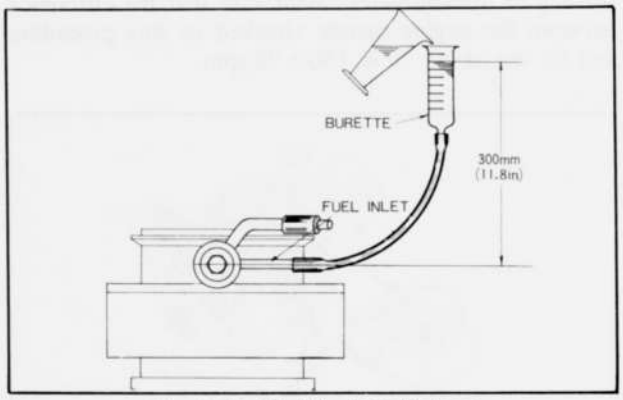

Fig. 4–14 Checking fuel discharge
5. Set the fuel level in the burette at 300 mm (11.8 in) above the fuel inlet, as shown in Fig. 4–14.
6. Fully operate the throttle valve ten times according to the cycle as shown in Fig. 4–15 by means of the throttle lever or accelerator pedal and check the amount of discharge by reading the decrease of fuel in the burette.